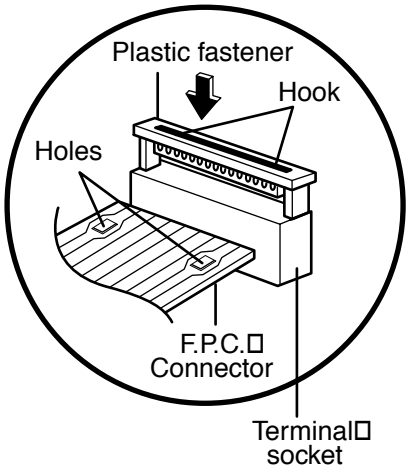

Figure 6
Follow the steps below as illustrated in Figures 6 and 7 to insert the F.P.C. connector.
(1) Insert the F.P.C. connector into the terminal socket securely with the fingers.
(2) Hold the plastic fastener with thumb and forefinger of the other hand, and push it slowly into the terminal socket. (Figure 6)